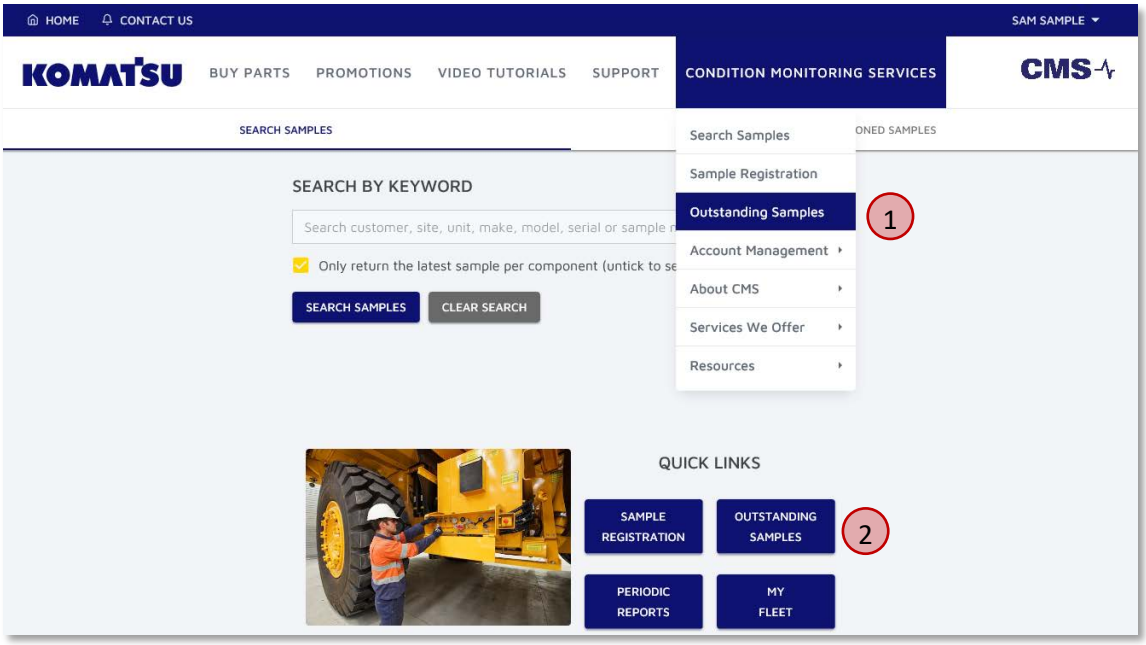

Figure 4.10 Outstanding Sample Registration Page Access.
This can be accessed from any page by using the menu **Condition Monitoring Services → Outstanding Samples** (① in Figure 4.10), or by using the quick link on the home page (② in Figure 4.10).